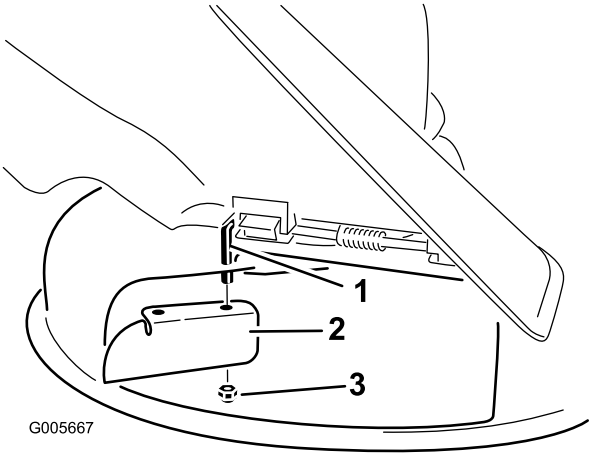

Figuur 27
6. Monteer de keerplaat op de draaistang (Figuur 27). Gebruik de aanwezige dunnen moer (3/8 inch) om de plaat aan het maaidek te bevestigen.